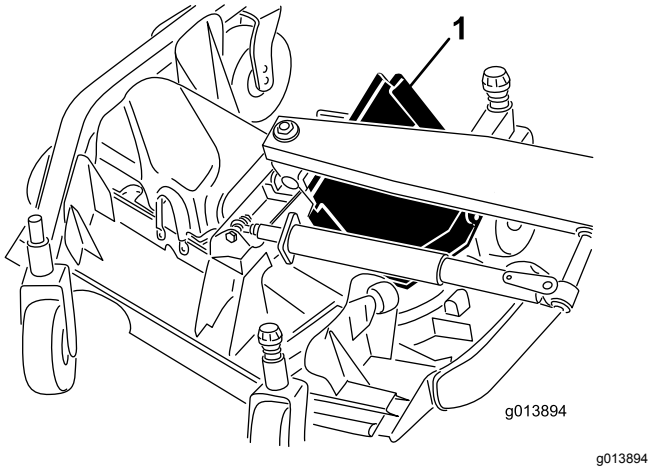

Figuur 85
6. Hef de voorste rand op en leid deze tussen de hefarm en de rol om te verwijderen (Figuur 85).